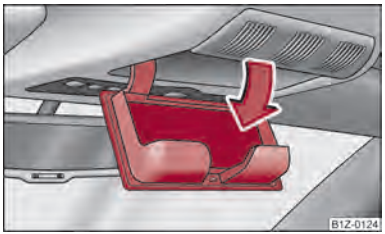

Fig. 81 Detail of the headliner: Stowage compartment for spectacles
– Press on the lid of the storage compartment, the storage compartment opens downwards ⇒ fig. 81.